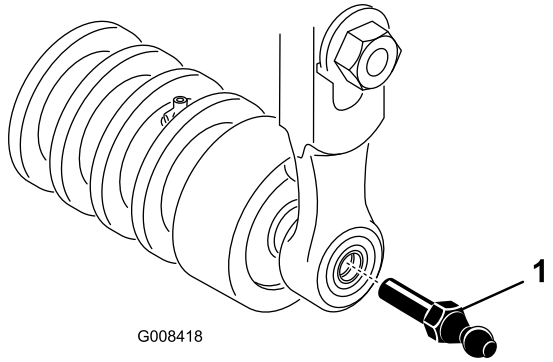

**Figur 10**
3. Tre en kulebolt inn på hver ende av fremre valse på klippeenheten (Figur 10).